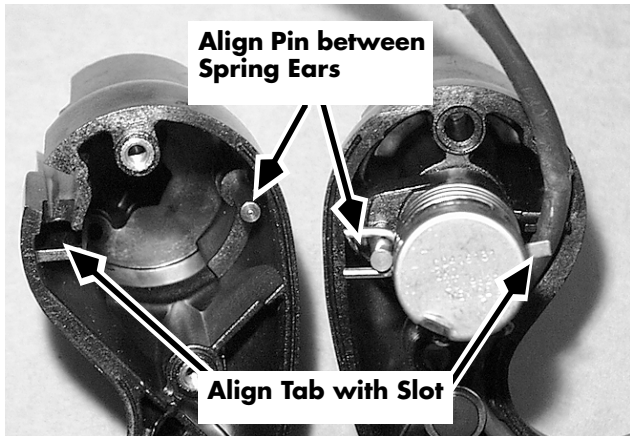

Figure 7-42: Control Handle Assembly (EZ/ES/ET/EF)
4. Install left half of the handle shell. The tab on VR1 must engage the slot in the left half of the handle. The pin in the left side handle shell must fit between the ears of the VR1 return spring. See Figure 7-42.